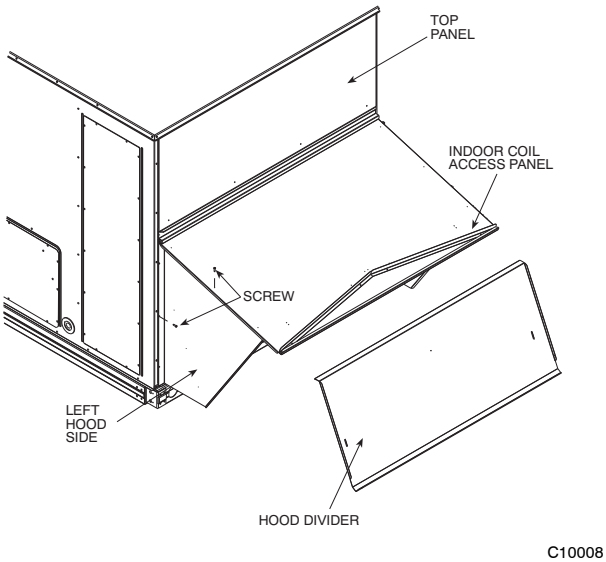

Fig. 12 - Economizer Hood Construction
2. Swing out indoor coil access panel and insert the hood sides under the panel (hood top). ***Be careful not to lift the panel too far as it might fall out.*** Use the screws provided to attach the hood sides to the hood top. Use screws provided to attach the hood sides to the unit. See Fig. 12.
4. Insert the hood divider between the hood sides. See Fig. 12 and 13. Secure hood divider with 3 screws on each hood side. The hood divider is also used as the bottom filter rack for the aluminum filter.